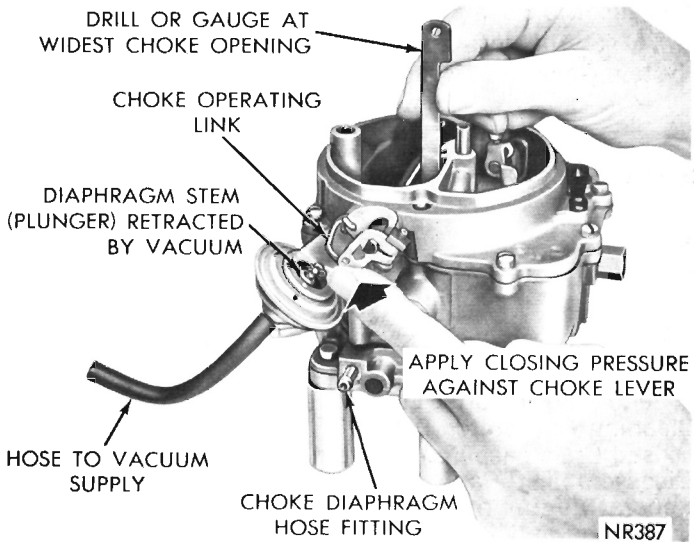

Fig. 11—Checking Choke Vacuum Kick Setting
(3) Insert specified drill (refer to Specifications) between choke valve and wall of air horn (Fig. 11). Apply sufficient closing pressure on lever to which choke rod attaches to provide a minimum choke valve opening without distortion of diaphragm link. Note that the cylindrical stem of diaphragm will extend as internal spring is compressed. This spring must be fully compressed for proper measurement of vacuum kick adjustment.
(4) An adjustment will be necessary if a slight drag is not obtained as drill is being removed. Shorten or lengthen diaphragm link to obtain correct choke opening. Length changes should be made carefully by bending (open or closing) the bend provided in diaphragm link. **CAUTION: DO NOT APPLY TWISTING OR BENDING FORCE TO DIAPHRAGM.**
(5) Reinstall vacuum hose on correct carburetor fitting. Return fast idle linkage to its original condition if disturbed as suggested in Step No. 1.
(6) Make following check. With no vacuum applied to diaphragm, the **CHOKE VALVE SHOULD MOVE FREELY** between open and closed positions. If movement is not free, examine linkage for misalignment or interferences caused by bending operation. Repeat adjustment if necessary to provide proper link operation.